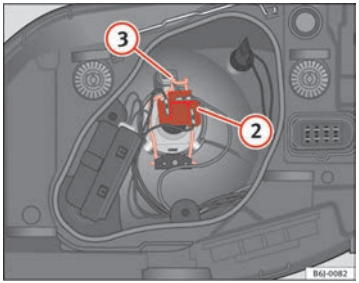

Fig. 141 Luz de cruce/carretera faro simple
– Extraiga el conector ⇒ página 227, fig. 141 (2) de la lámpara.
– Desenganche el resorte retentor ⇒ página 227, fig. 141 (3) presionándolo hacia dentro y a la derecha.